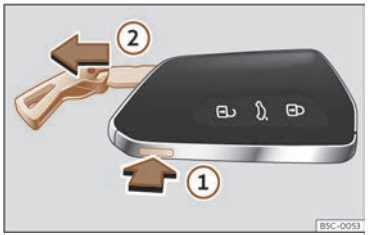

Fig. 66 Vehicle key: remove the key blade.
- Press the >>> **Fig. 66** (1) button to release the ring from the key fob and remove the key blade (2). Pressing lightly on the ring leaves it fixed as a key fob.
- Press the >>> **Fig. 66** (1) button to unlock. Press and hold button (1) and at the same time pull on the ring in the direction of the arrow >>> **Fig. 66** (2) to completely remove the key blade.